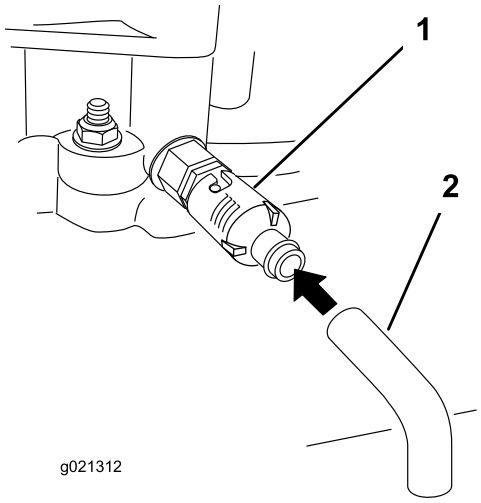

Figura 23
5. Coloque um recipiente debaixo do tubo de drenagem. Rode a válvula de drenagem para que o óleo seja drenado (Figura 23).
7. Retire o tubo de drenagem (Figura 23).